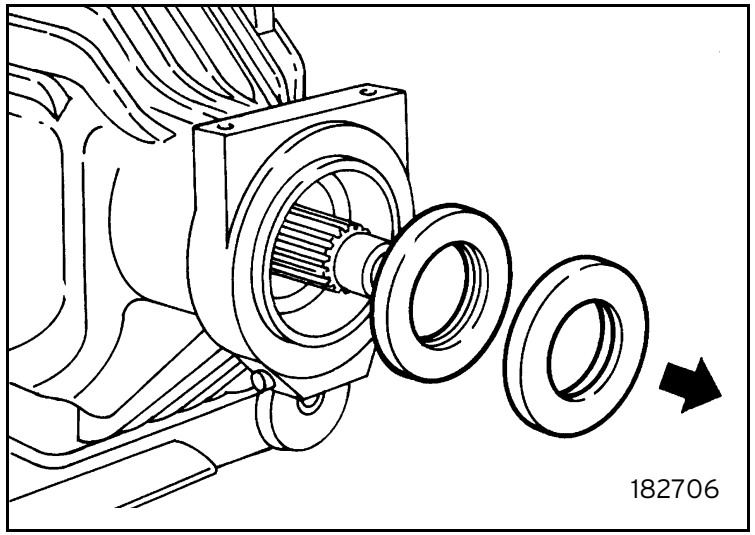

Fig. 6
- Remove the two seals (figure 6).